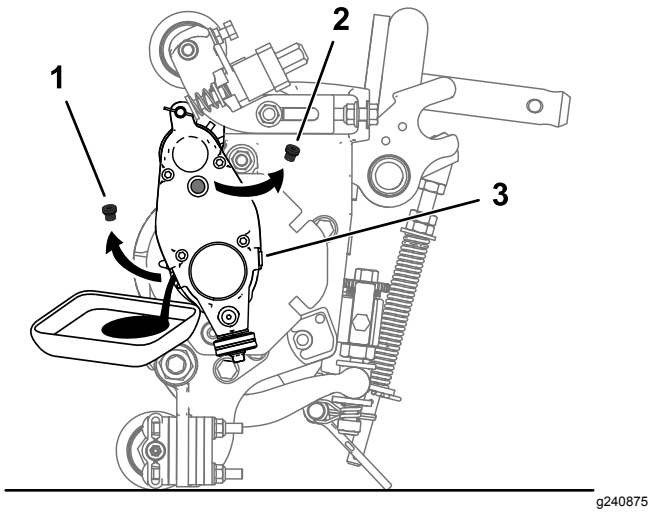

Figura 25
5. Incline la unidad de corte hacia atrás en el caballete hasta que el puerto de vaciado se encuentre en la parte inferior, para garantizar un vaciado completo (Figura 25).